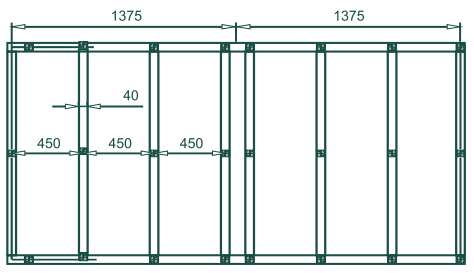

Рис. 1
1. Монтаж панелей производится на обрешетку из вертикальных брусков (**Рисунок 1**).